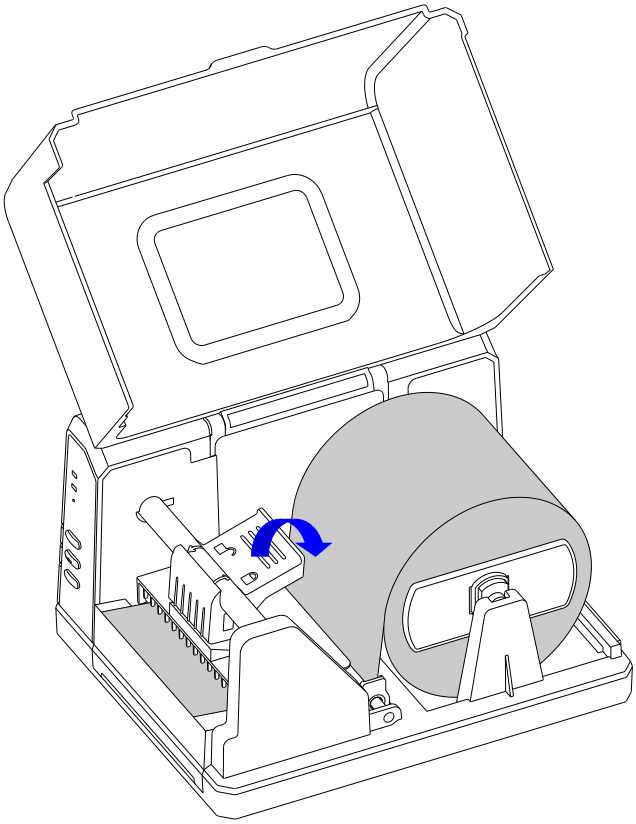

Figure 2-10 Media Loaded
7. Press down the Handle of the Printhead to lock the Printhead. See Figure 2-10.